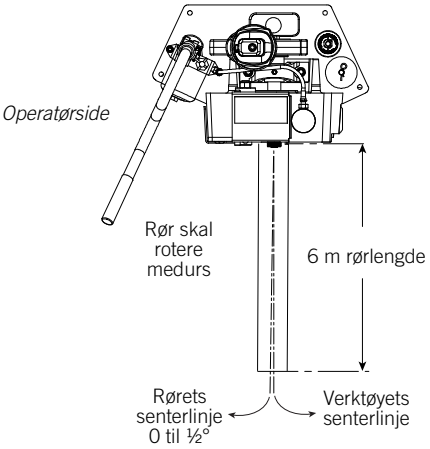

FIGUR 2: SPORINGSVINKEL
8. Trykk ned sikkerhetsfotbryteren. Sjekkat at den nedre valsen roterer bort fra operatøren hvis sett fra forsiden av verktøyet. (Se figur 2 på side 16 for mer informasjon.) Hvis den nedre valsen roterer mot operatøren, reverseres rotasjonsmansjetten som angitt i trinn 9 nedenfor. Fjern foten fra sikkerhetsfotbryteren.